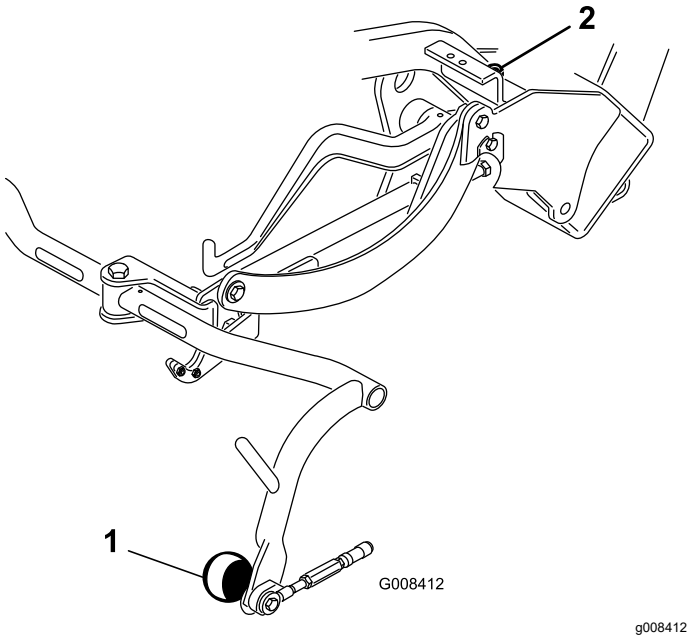

Figur 6
4. Hvis afstanden skal justeres, skal du løsne kontramøtrikken på bærerammens stopskrue (Figur 6) og dreje skruen op eller ned for at hæve eller sænke bærerrammen. Stram kontramøtrikken for at sikre justeringen.